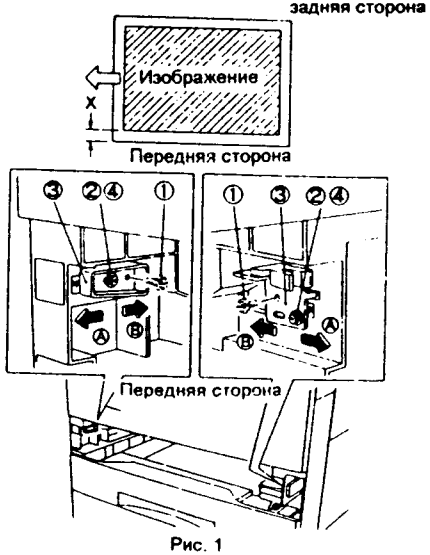

Рис. 1 NZM-0005
3. (Рис. 1): Изготовьте несколько копий при подаче бумаги из отрегулированного лотка и проверьте регистрацию. Если она не в норме, повторите шаги 1 - 3.